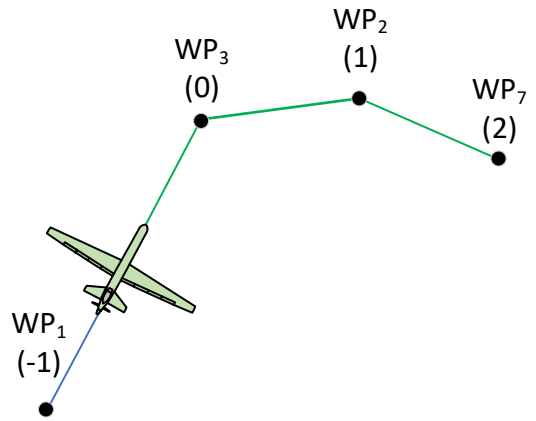

Figure 69: Waypoint list example
Figure 69 illustrates a set of waypoints (WP_1, WP_2, WP_3, and WP_7) along with their order of operation (called Prosecution Order) indicated in the parenthesis below the WP number. In this example the aircraft is proceeding to waypoint 3 (WP_3), so its Prosecution Order is set to zero (0), which signifies the waypoint is the "current" waypoint. Waypoint 2 (WP_2) is the next waypoint, so its prosecution order is set to one (1), followed by waypoint 7 (WP_7) with Prosecution Order of two (2). The aircraft has already visited waypoint 1 (WP_1) so waypoint 1's Prosecution Order is set to negative one (-1). Waypoints with negative values are *historical waypoints*; these may be important for users.